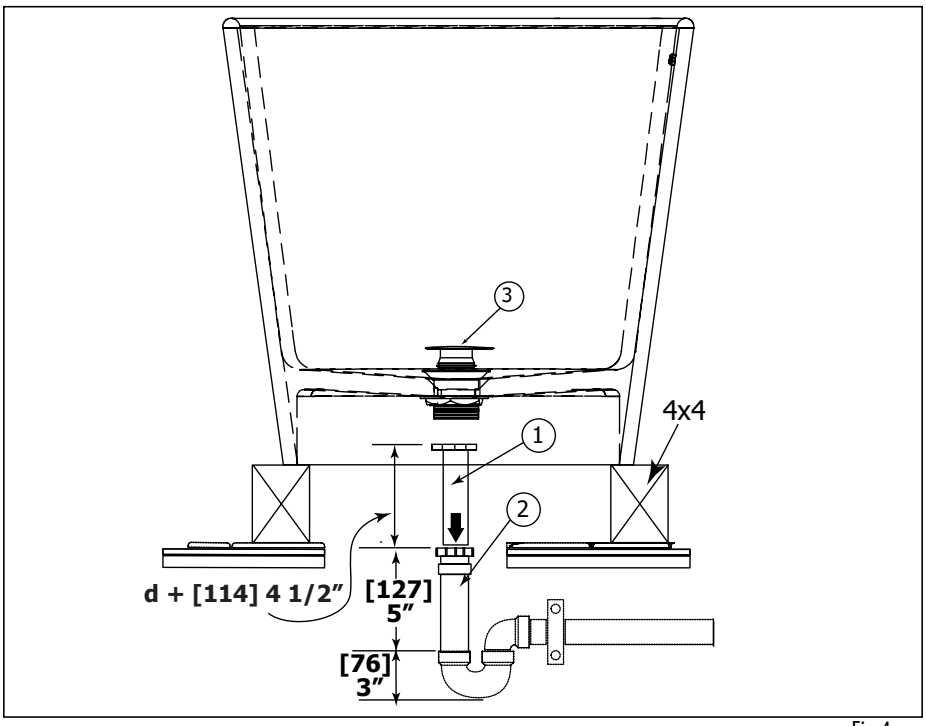

Fig.4
Place the bathtub by raising it up 3 1/2" with 4x4 pieces of lumber in order to access from the bottom of the bathtub. Align the drain (3) to the expansion joint (1) (fig.4). From the bottom of the bathtub, tighten the collars of the expansion joint (1) to drain (3) (do not forget to use the seal washer in between). Tighten the collars of the expansion joint (2) just tight enough that male part (1) can still slide in (fig.4).
Placer le bain à sa place en surélevant le bain 3 1/2" à l'aide de madriers 4x4. Cela vous donne un accès en dessous du bain pour la connection du drain. Aligner le drain avec le joint d'expansion (1) (Fig.4). En dessous du bain, sérrer le bague du joint d'expansion (1) au drain (3) (ne pas oublier de mettre le rondelle d'étanchéité). Serrer les bagues du joint d'expansion (2), assez pour permettre la partie mâle de glisser dans la partie femelle (Fig.4).